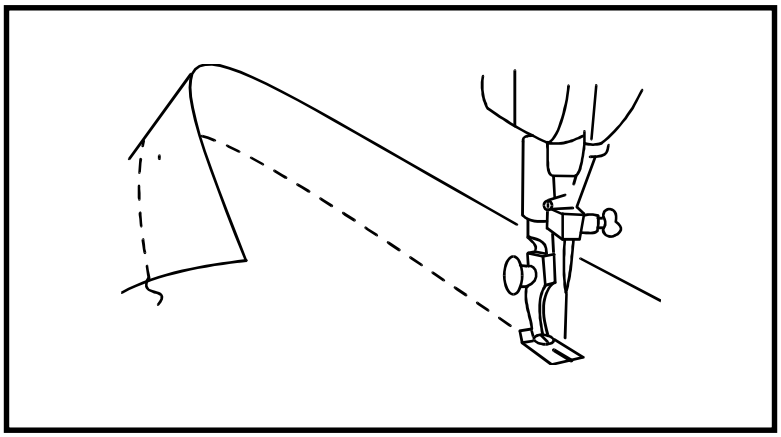
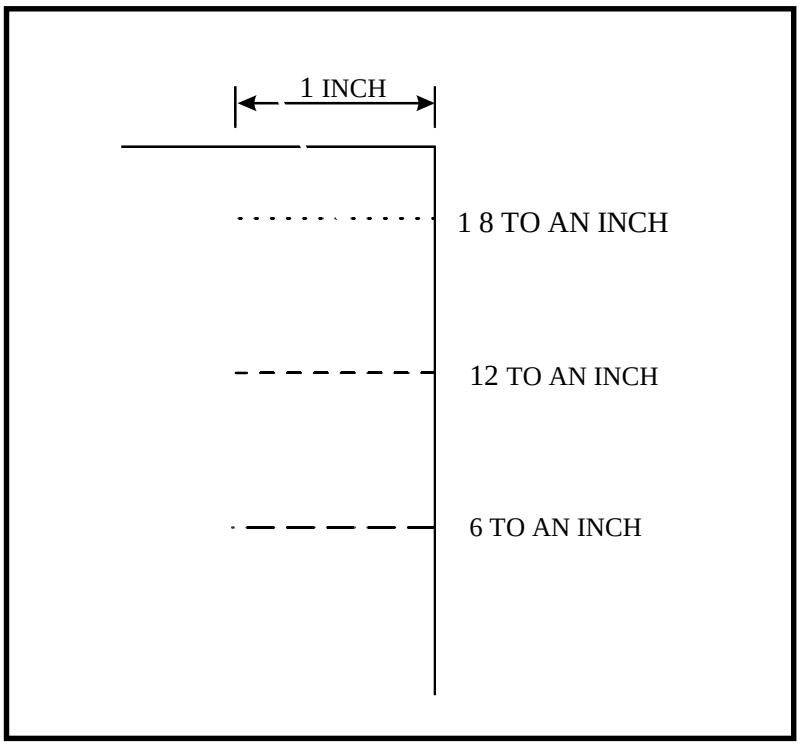

Figure 3-4. Lockstitch
Figure 3-5. Stitch length
c. Stitch Length. The sewing machines used by the military make only one kind of stitch, a lockstitch (Figure 3-4). This stitch is formed when a top thread and a bottom thread interlock. The length of the stitch is determined by the forward movement of the cloth. The cloth is moved by feed dogs. The more fabric the feed dogs move forward with each stitch, the longer the stitches are. Stitch length is measured by the number of stitches per inch (Figure 3-5). Generally, short stitches are used on light fabrics. Long stitches are used on heavy fabric. Long stitches are also used for machine basting. Use the same stitch length to repair an item as that used to make it. Follow directions in the appropriate technical manual to change the stitch length on each sewing machine.